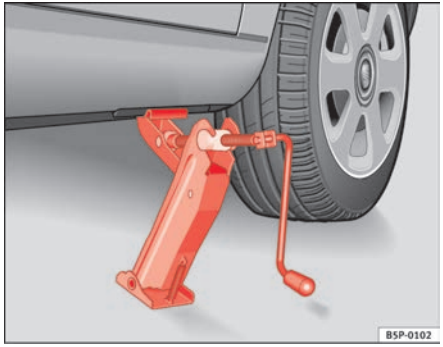

Fig. 157 Fitting the jack
– Align the jack so that the arm of the jack fits around the rib under the door sill and the movable base plate of the jack is flat on the ground ⇒ fig. 157.